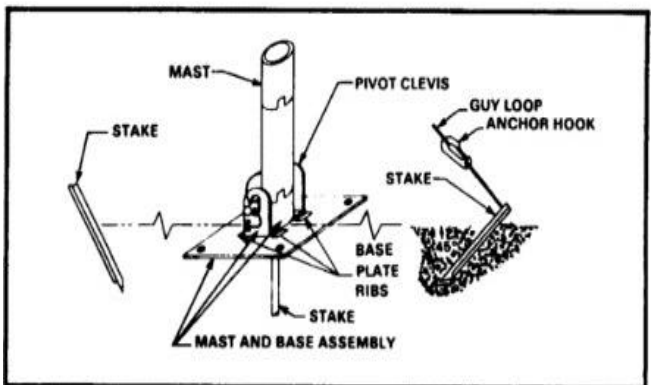

Figure 2-89 Ground Anchor/Pivot Clevis Attachment
2. Drive the stake of the mast and base assembly through the center hole of the base plate with the hammer. (Figure 2-89).
5. Drive the four guy stakes at a 45-degree angle into the earth facing away from the mast. (Figure 2-89) (The angle will depend on the terrain). Ensure the hooks of the guy stakes are facing the base plate.